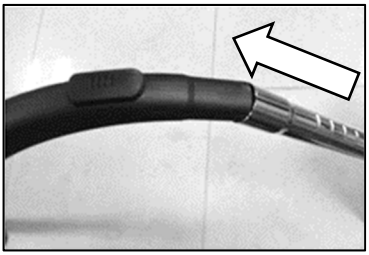

Fig 3
4. **Collegare diversi strumenti al tubo per diversi scopi di pulizia**: spazzola da pavimento (per i tipici pavimenti) per moquette o pavimento (Fig 3, 4); combinare pennello e ugello per pulire divani, pareti, tende, angoli o spazi tra i mobili ecc.